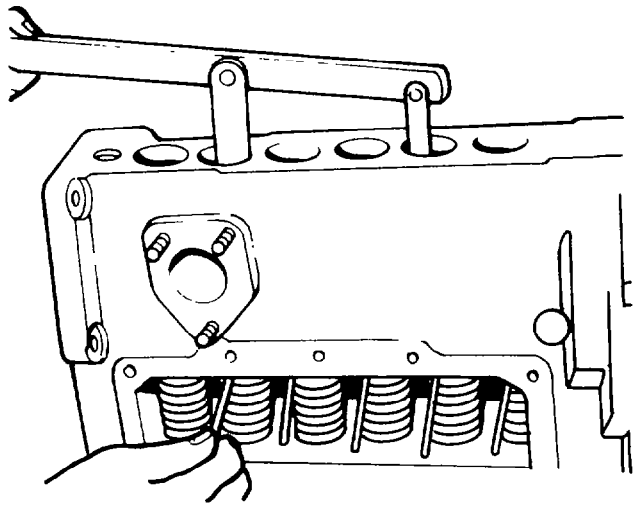

Fig. 106 — Compressing Plunger Spring
1. Assemble the compressing tool TSE 76160D onto the pump housing and align the ram of the tool with the tappet roller as shown in fig. 106.
2. Carefully compress the spring (item 25) and insert the service pin TSE 76156B, then slowly release the tappet assembly until the tappet comes to rest.